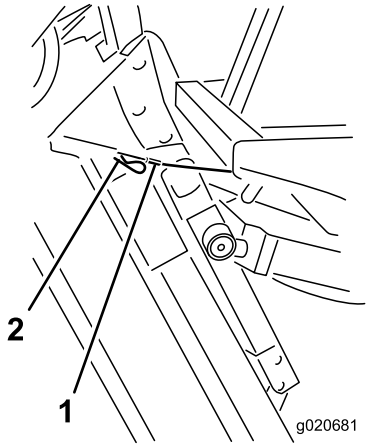

Figuur 105
6. Houd het maaidek verticaal, plaats het kabeleind op de pen op de hefarm van het maaidek en zet dit goed vast met de R-pen (Figuur 105).